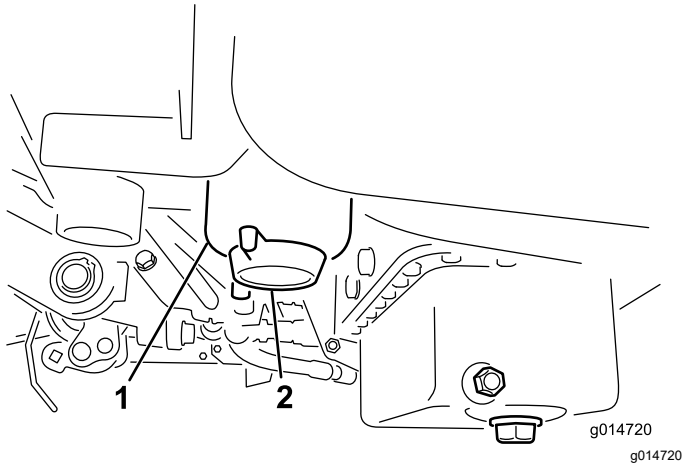

**Figura 36**
2. Pulite la superficie circostante la scatola del filtro (Figura 36).
4. Aprite il tappo di spurgo del filtro (Figura 36).